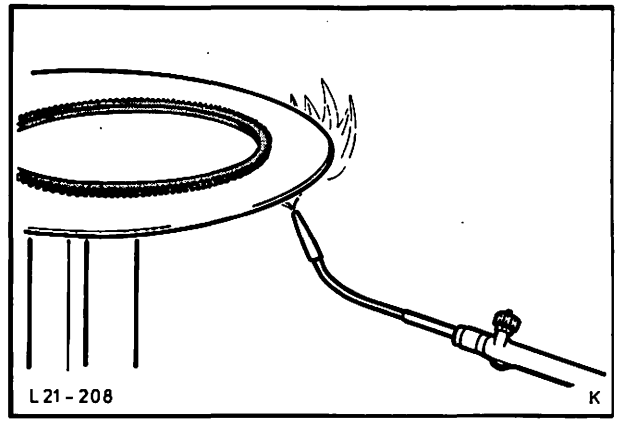

Abb. 311 Zahnkranz erwärmen
3. Neuen Zahnkranz auf eine etwa 2 bis 3 mm dicke Blechplatte legen und im Bereich des Zahnkranzes von unten gleichmäßig mit einem Schweißbrenner auf 260° –280° C erwärmen. Abb. 311. Zur Temperaturüberwachung Zahnkranz mit Thermochrom-Farbstift (Faber-Castell 2815) vor dem Erwärmungsvorgang bestreichen.